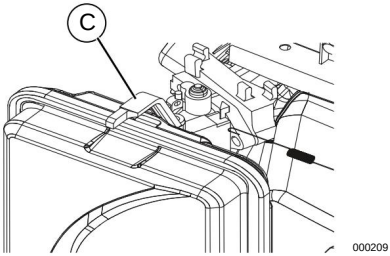

Figura 3-3. Posición de cebado
5. Mueva el cebador (C) a la izquierda hasta la posición Full CHOKE (Cebado completo). Consulte la ***Figura 3-3.***